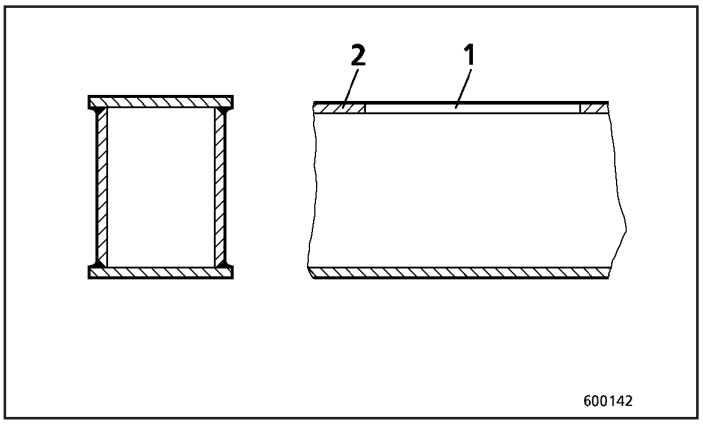

Fig.25
A seção (1, Fig. 25) da parte superior (2) deve ser removida.